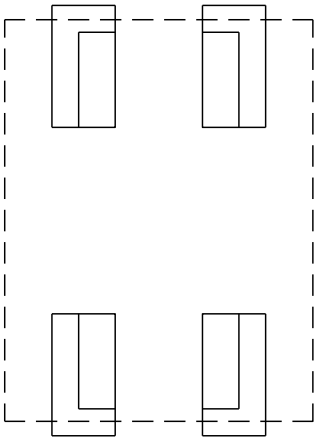

Figure 3-1
b. Remove the four foam packing blocks from the upper packing assembly and position them on a flat surface (e.g. the floor) as shown in Figure 3-1.
c. Center the steamer on the blocks as shown in Figure 3-1 and 3-2.